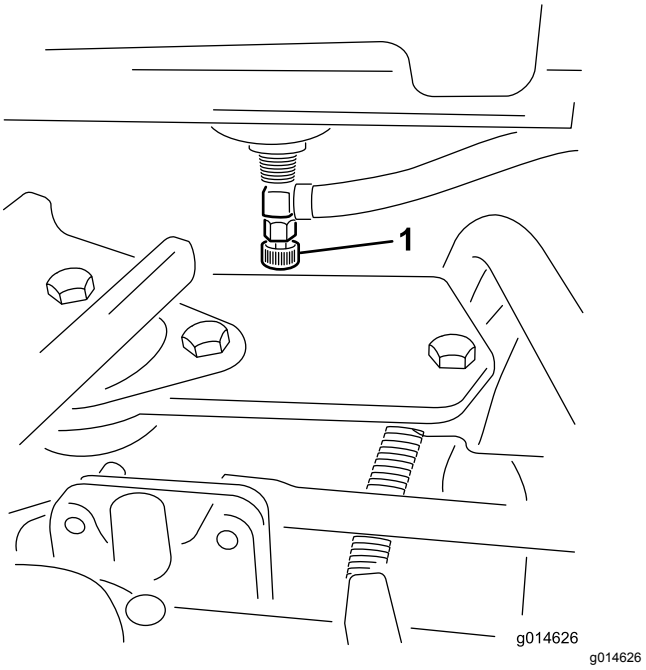

Figur 41
1. Stäng bränslekranen (Figur 41) under bränsletanken.